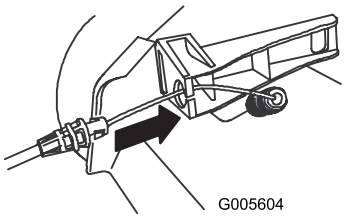

Figur 6
4. Før kabelen på kabelfestet på venstre håndtaksbrakett (Figur 6).